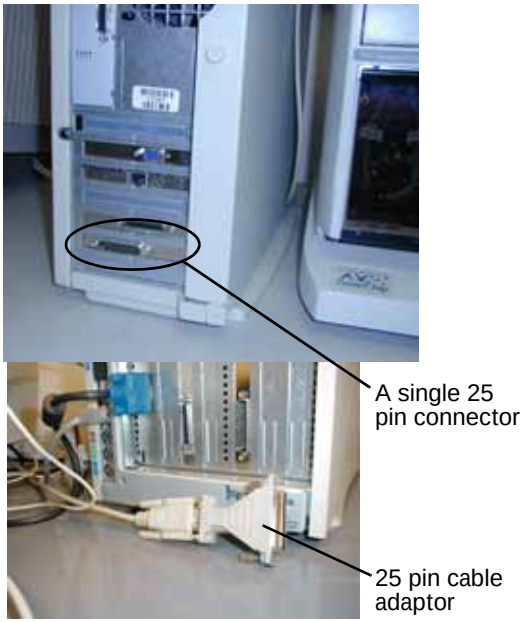

Figure C.8
1. On an instrument workstation that will be controlling fluidics stations, there must be a Sealevel card for communication between the workstation and the fluidics stations. Review **Figure C.8** to confirm that a Sealevel card is installed in your system.